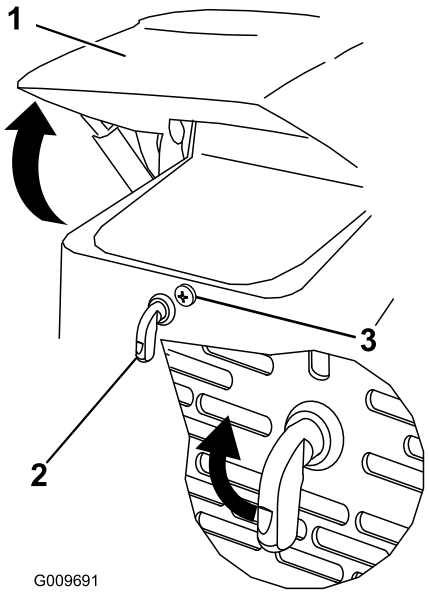

**Figuur 25**
1. Draai de vergrendelschroef van de motorkap los (Figuur 25)
2. Draai de motorhendel rechtsom (Figuur 25).
3. Klap de motorkap omhoog (Figuur 25).
3. Draai de vergrendelschroef van de motorkap vast om de hendel te vergrendelen (Figuur 25).